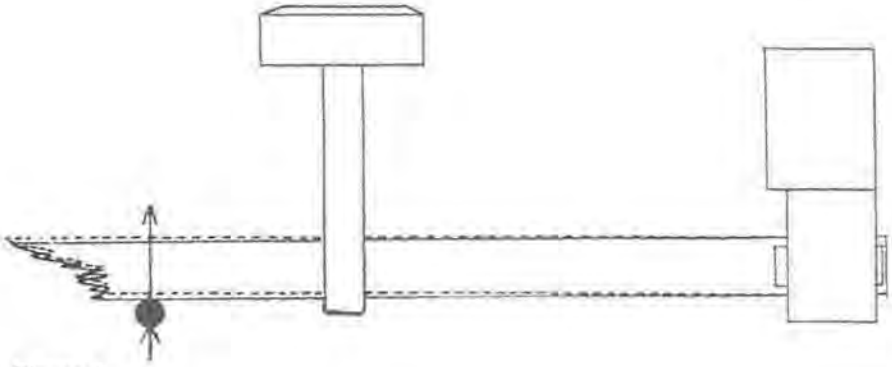

Figure 7
2. With a fine hairspring tool, lift up on the overcoil outside the regulator pins 20 degrees. (See Figure 7.)